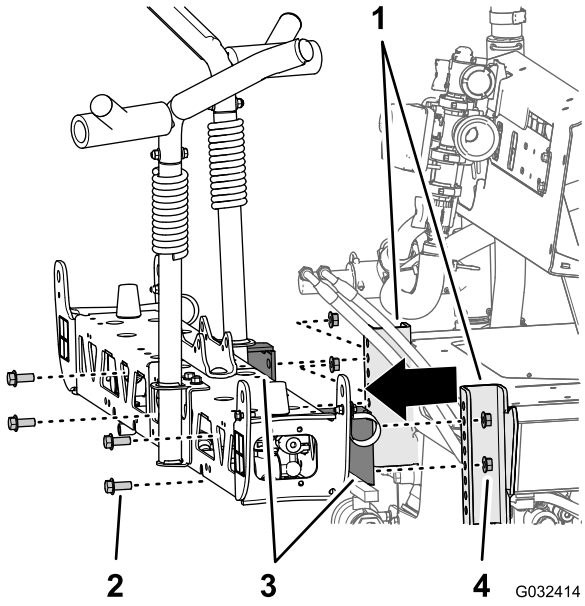

Figuur 69
4. Verwijder de 4 flenskopbouten (1/2 x 1-1/4 inch) en 4 flensborgmoeren (1/2 inch) waarmee de steunbeugels van de middelste spuitboom bevestigd zijn aan het bevestigingskanaal op het frame van de spuitmachine, en verwijder de middelste spuitboom van de machine (Figuur 69).